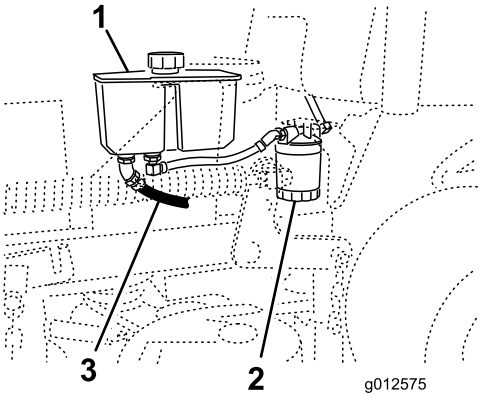

Figure 73
4. Trouvez le flexible hydraulique avant sous le réservoir hydraulique et placez le bac de vidange sous le réservoir (Figure 73).